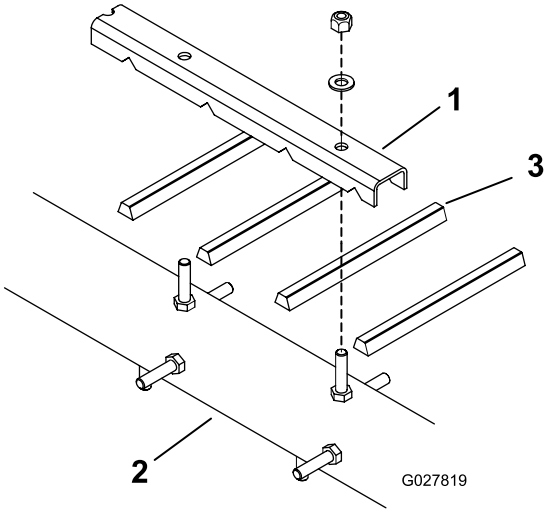
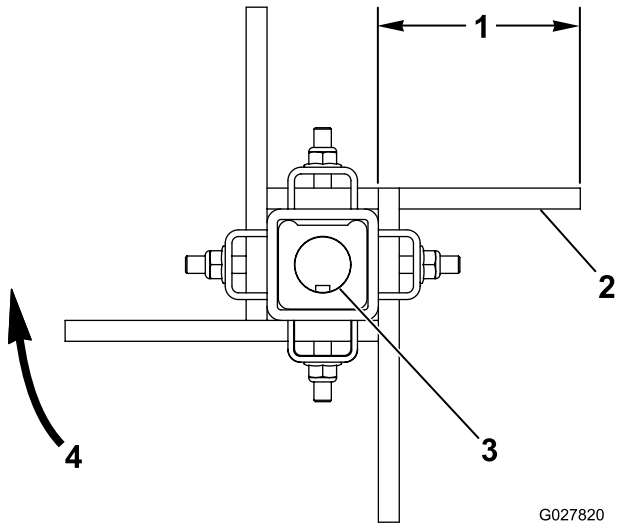

Figur 11
Figur 12
1. Lossa på muttrarna och brickorna som håller fast fingerhållarna på rotorn (Figur 11 och Figur 12).
3. Montera nya fingerremmar (Figur 11 och Figur 12). Remfingrarna ska sticka ut cirka 10 cm från fingerhållarna.